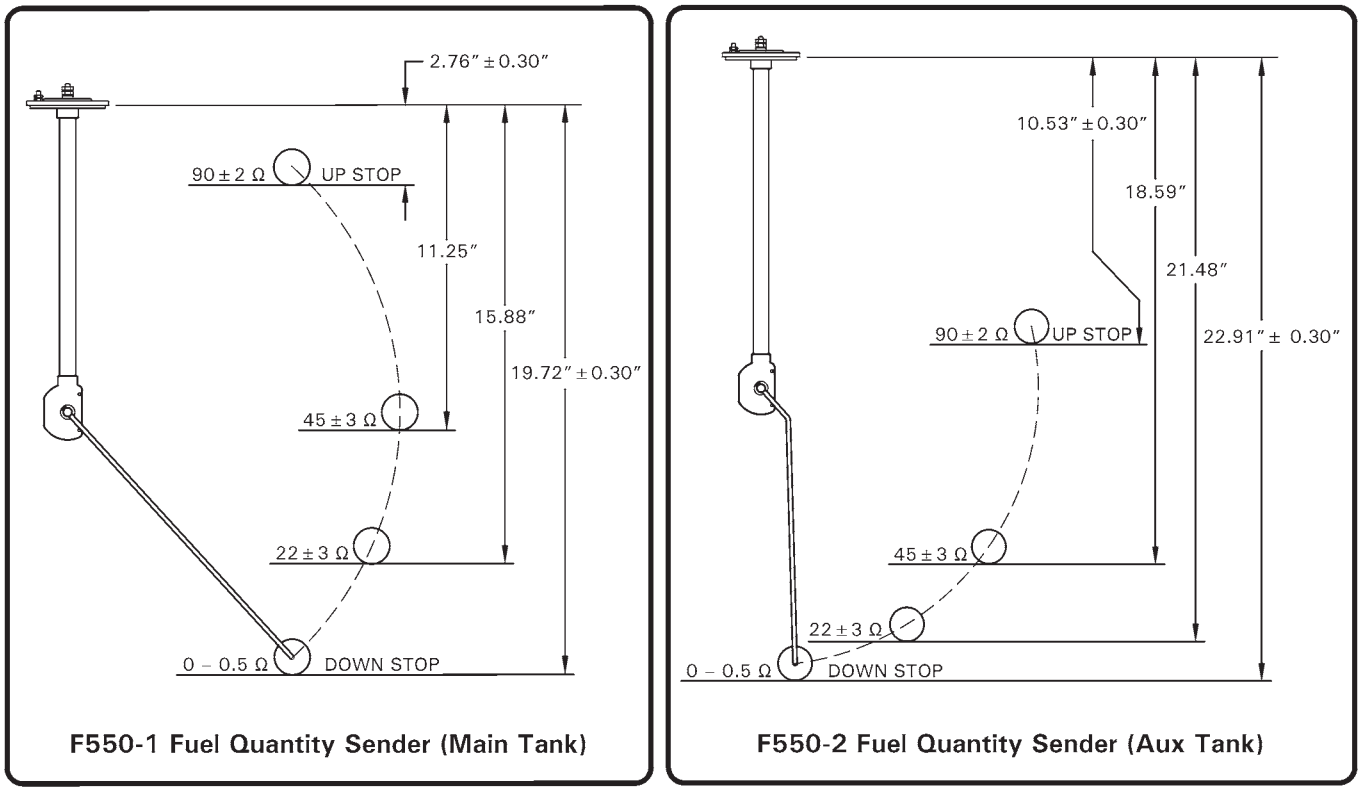

FIGURE 28-2 FUEL SENDER CHECK
2. Simulate mounting position of appropriate F550 fuel quantity sender per Figure 28-2. Position float arm as shown and measure the resistance with a multimeter. Verify resistance is within tolerance at each noted height.